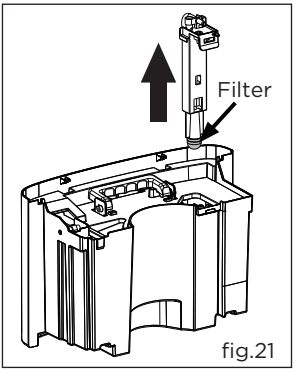

fig.21
c. Take out the pump drainage structure and clean the filter at the button of the hose. fig.21